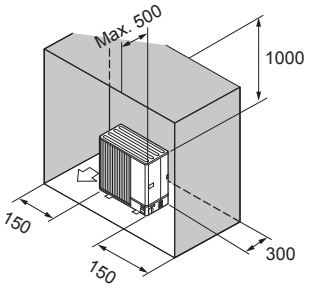

Fig. 1-12
⑥ Obstacles at rear, sides, and above only (Fig. 1-12)